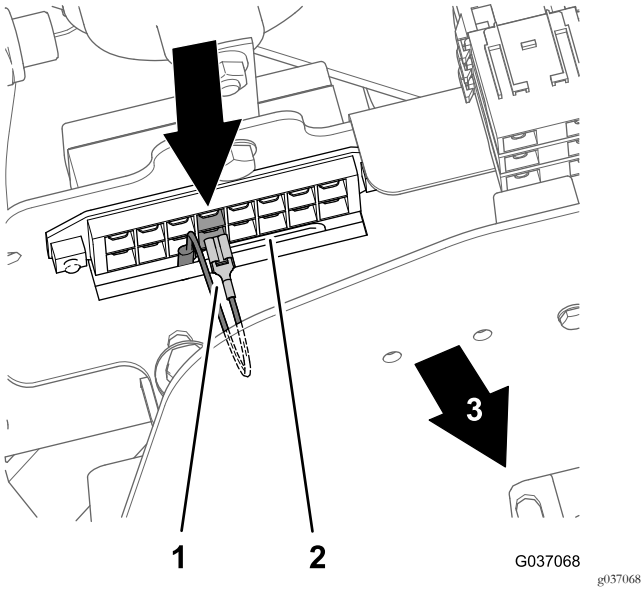

Bild 35
- Modelle 30654, 30657 und 30659: 4. Sicherungseinschub von links (Bild 35).